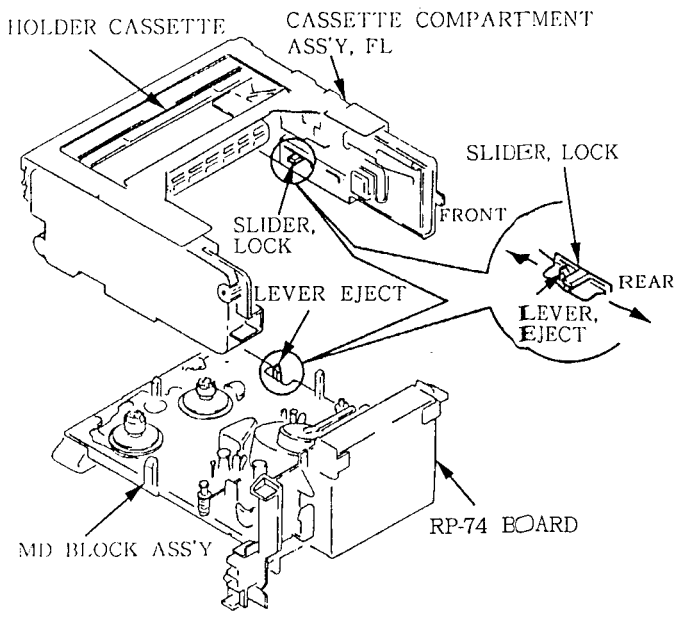

Fig. 1.
1. After installing the cassette compartment ass'y onto the MD block ass'y, look from the front panel and check if the tab of the eject lever (MD block ass'y) is properly latched onto the rear of the knob of the lock slider (cassette compartment ass'y). See Fig. 1.
- Hold the drum by the upper part (Part B), do not touch the side of the drum (Part A) directly. See Fig. 1.
(Fig. 1)